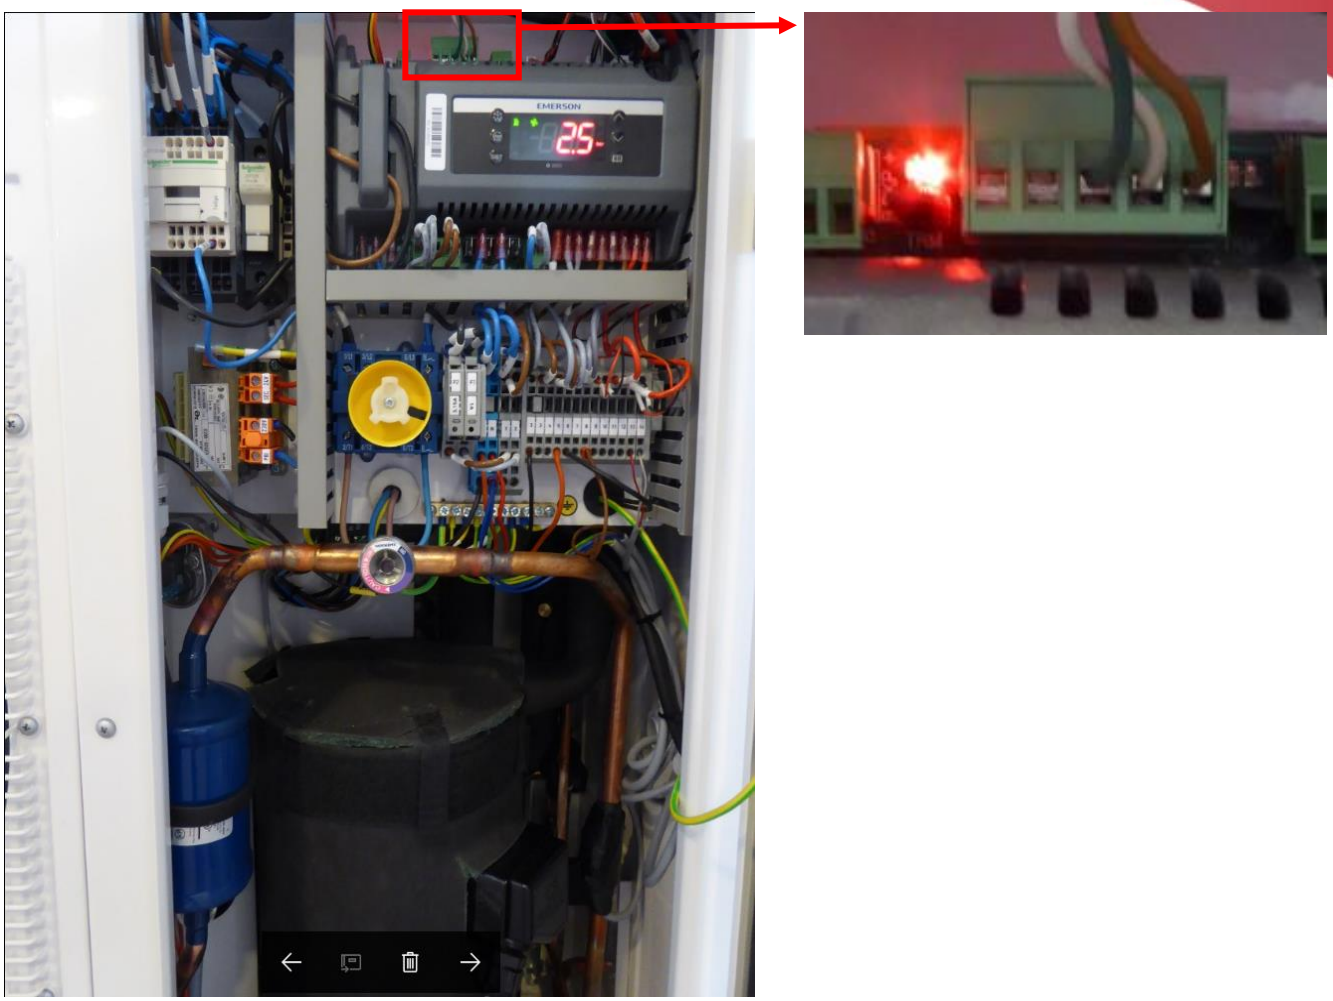

Figure 2 EazyCool Modbus connection on the top left side
C. Connect Modbus communication cable between Concom and controller, see Figure 2 and Section 10.